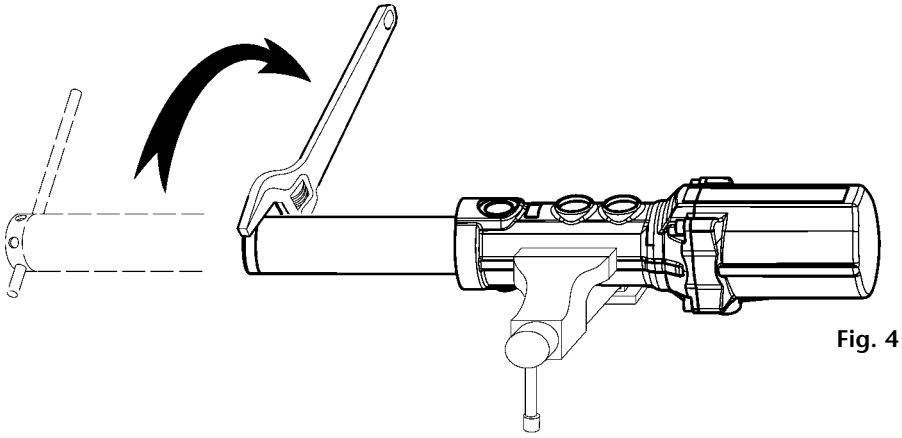

Fig. 4
2. To unscrew the suction tube (735204-S/735303-) from the pump body, use a 40 mm wrench on the hexagon of the foot valve body (42) (fig. 4). Pull first clockwise to break the sealing, and then counter clockwise to loosen and remove the tube assembly.
2. Para desenroscar el tubo de aspiración (735204-S/735303-L) del cuerpo de la bomba, usar llave fija de 40 mm en el cuerpo válvula de pie (42) (fig. 4). Tirar primero contra las agujas del reloj para romper el sellador y luego hacia el otro sentido para desenroscar y quitar el conjunto tubo de aspiración.